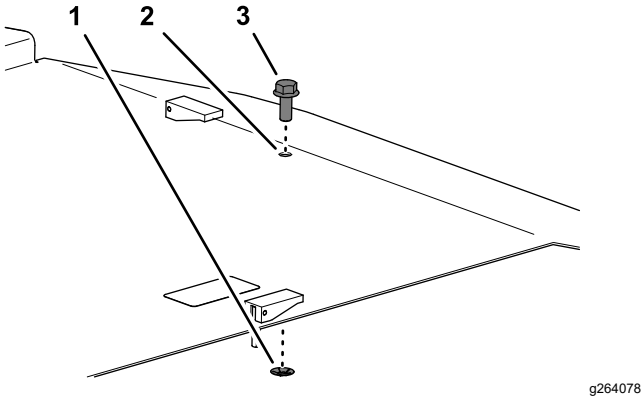

Figur 4
2. Ta bort tryckmuttern som fäster skruven på däckkåpan och avlägsna skruven från kåpan (Figur 4).